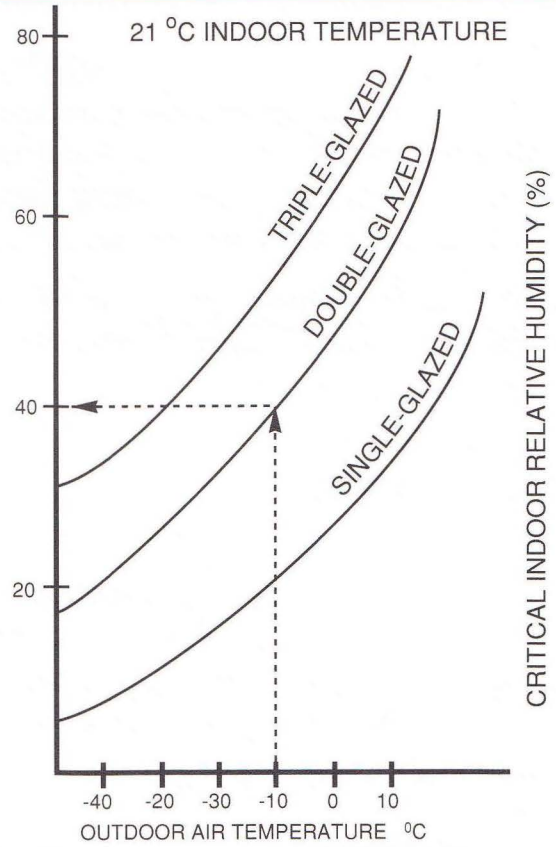

## FIGURE 7
- When moisture is added to the air, its *relative humidity* increases, eventually reaching saturation at 100% *relative humidity.* (See Figure 7.)